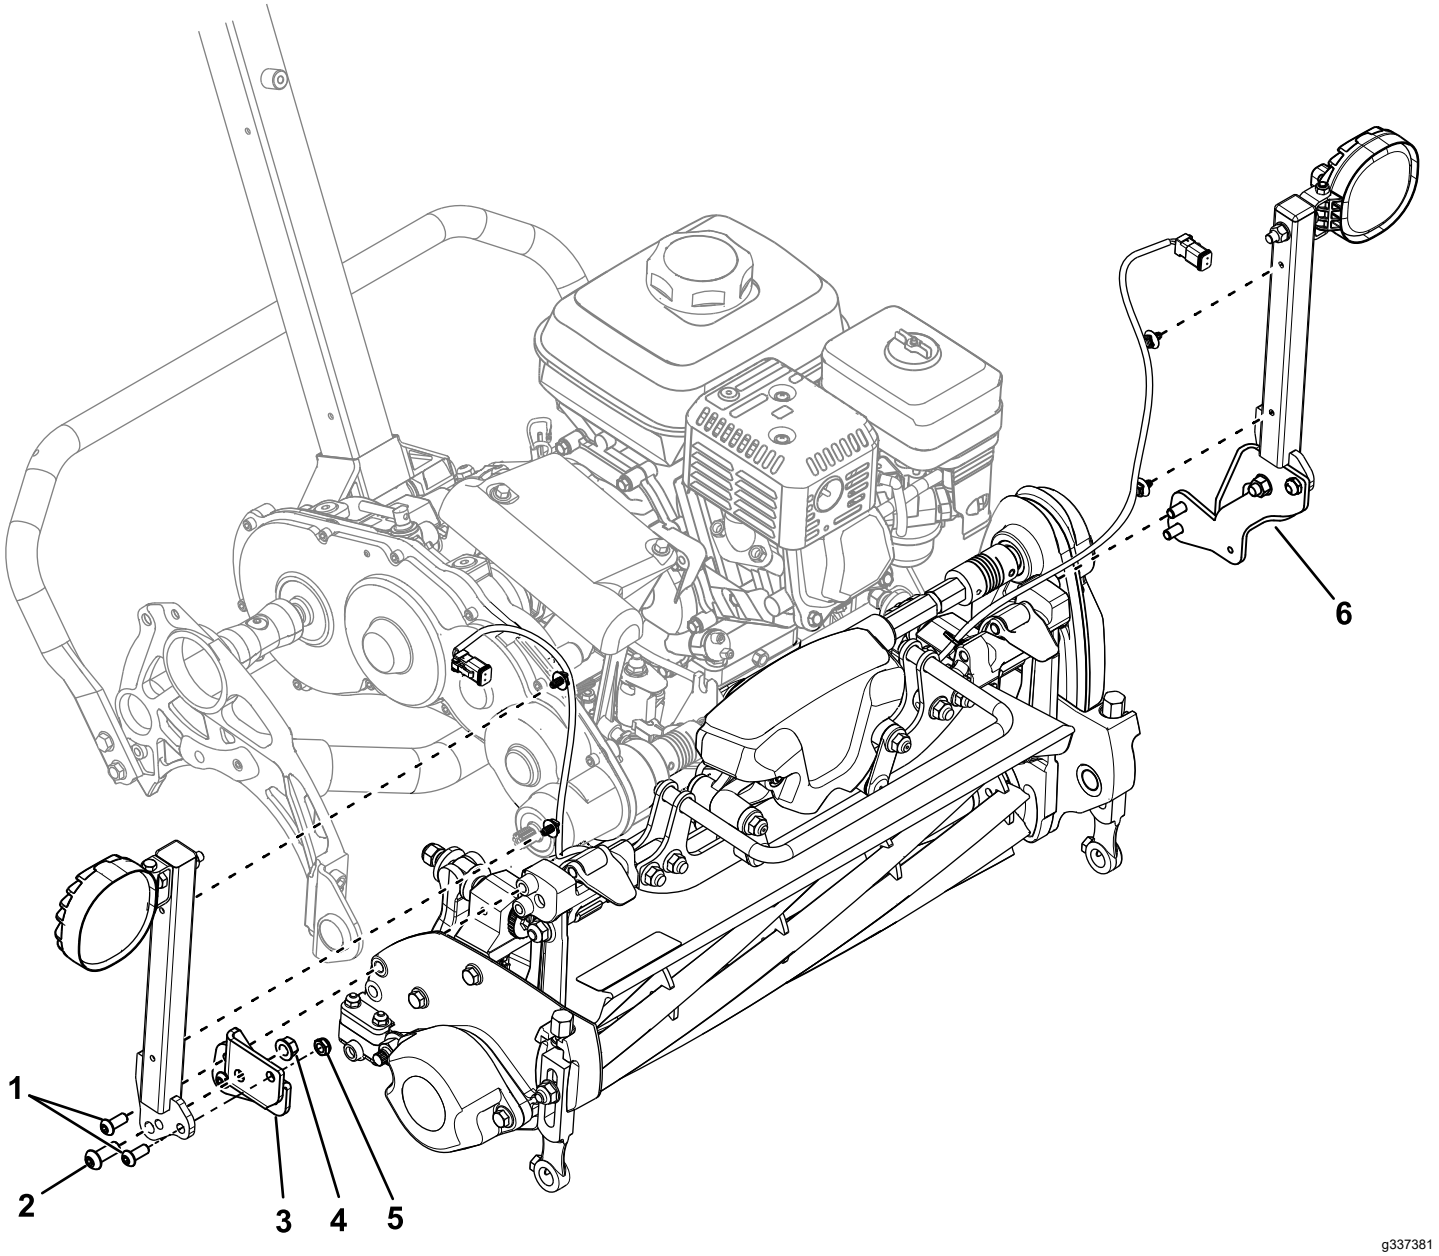

Figure 4
1. Avec 2 vis à tête creuse (5/16"), 2 contre-écrous, 2 vis à tête creuse (3/8") et 2 écrous à embase (3/8"), fixez les supports des feux sur les pattes de fixation (Figure 4).
2. Fixez les pattes de fixation sur les côtés moyeu de l'unité de coupe avec 4 vis à tête creuse (5/16") (Figure 4).